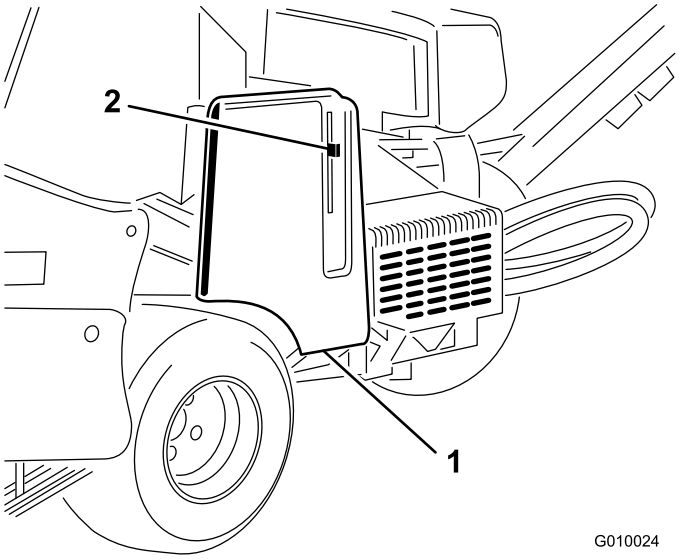
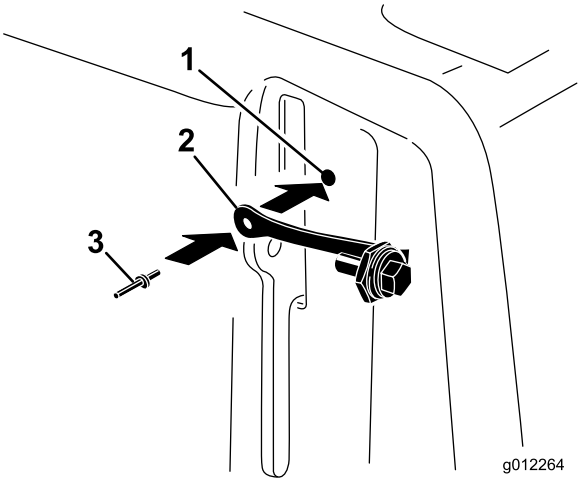

**Figur 8**
**Figur 9**
1. Find hullet i remskærmen ved siden af låsegrebet (Figur 8 og Figur 9).
2. Brug hullet i remskærmen til at montere snorenheden med en popnitte (Figur 9).